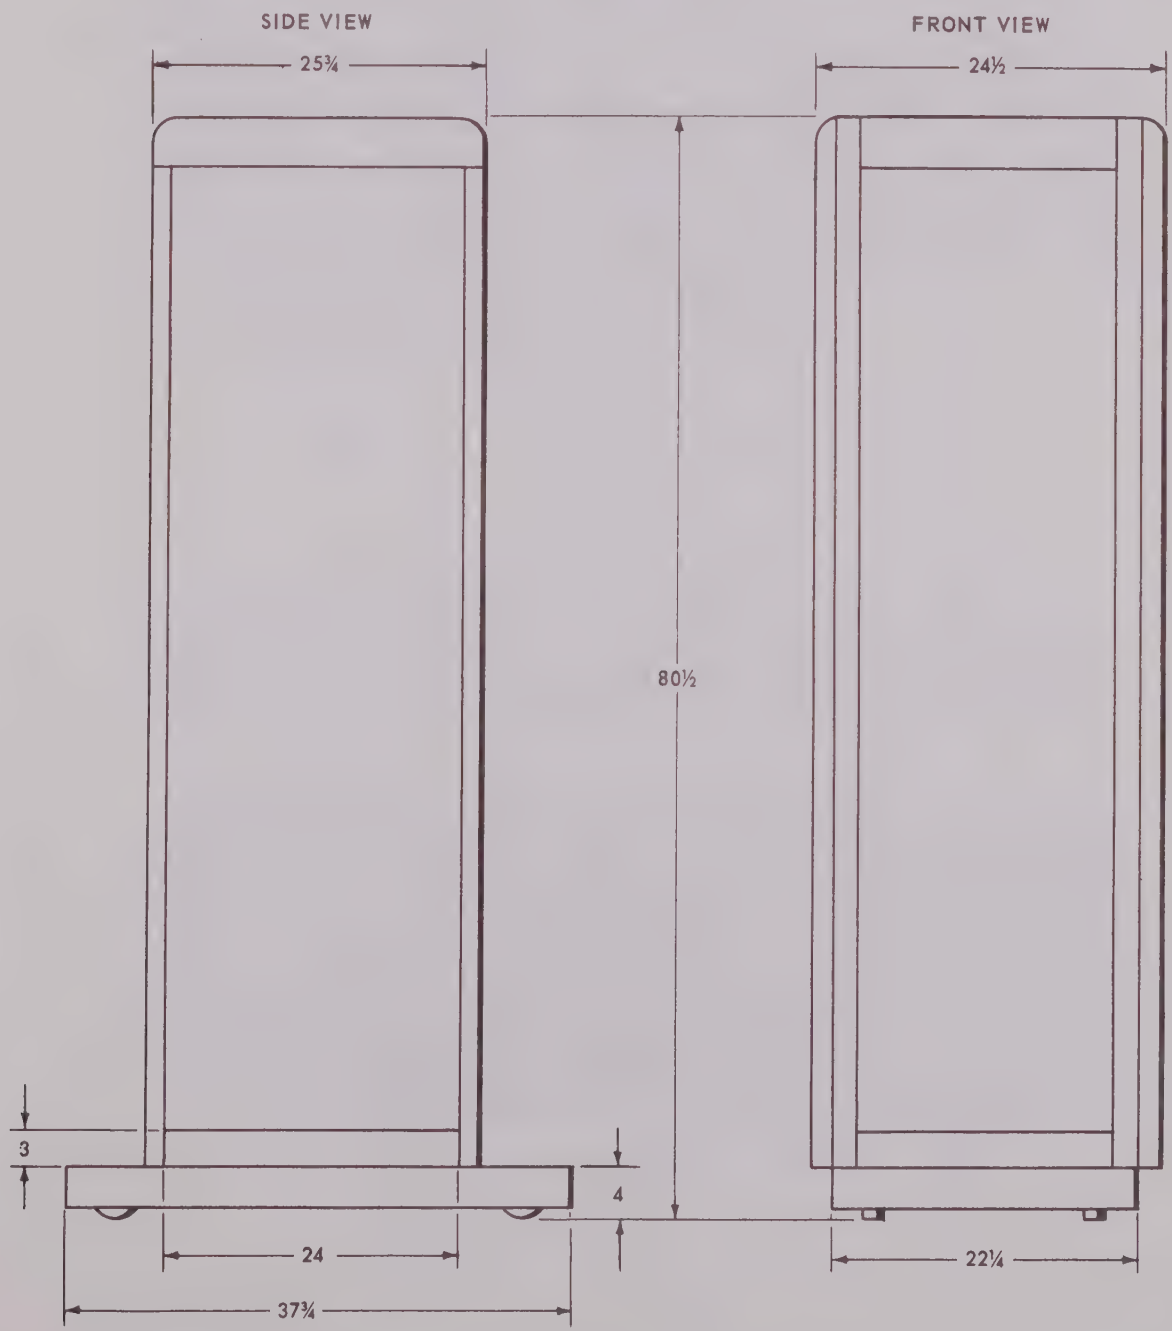

Figure 2-1 Model ASDE-40, Outline Drawing
2-1. INSTALLATION (refer to figure 2-1)
c. System interconnections are illustrated in Ling drawing number 43086. Figure 2-1 is a dimensional drawing for use during installation.